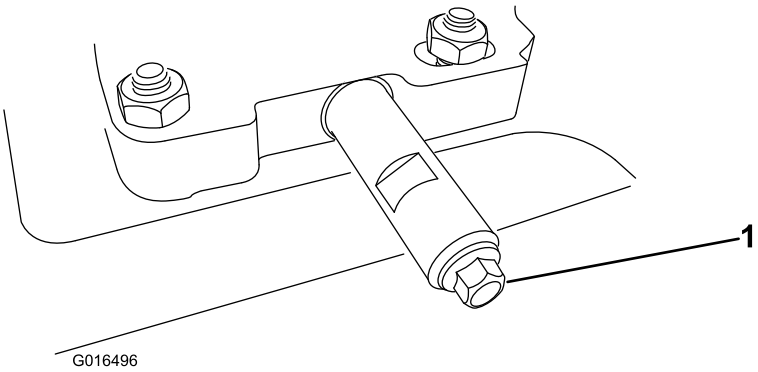

Rysunek 48
1. Wyczyść obszar wokół korka spustowego oleju (Rysunek 48).